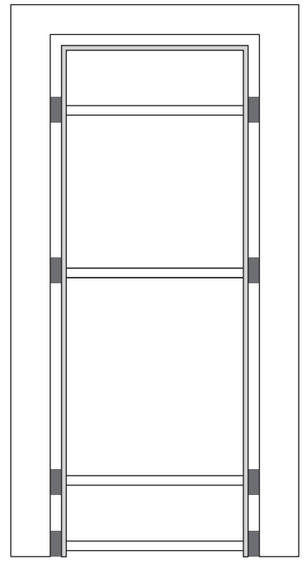

rys.3 - Umiejscowienie rozpórek oraz klockków dystansowych
6. Na wysokości zawiasów dolnych górnych, zamka oraz progu, pomiędzy ościeżnicę a mur włożyć klocki dystansowe. Elementy pionowe ustabilizować rozpórkami regulowanymi za pomocą klinów (**rys.3**)